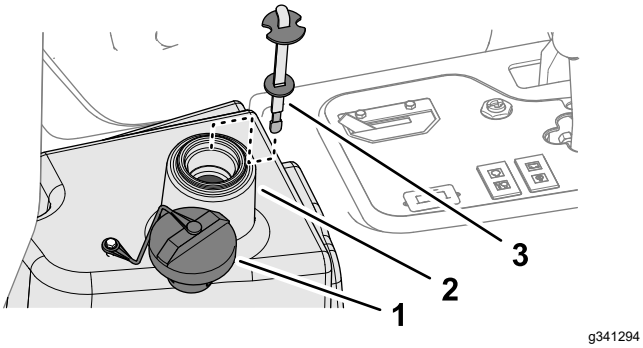

**Figur 93**
2. Gör rent omkring hydraulvätsketankens påfyllningsrör och lock (Figur 93) och ta sedan bort locket.